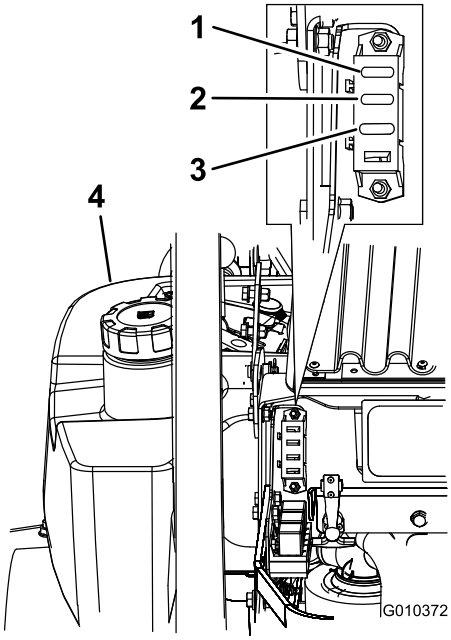

Figur 48
1. Lossa motorkåpan och fäll upp den för att få åtkomst till säkringshållaren (Figur 48).
3. Sätt i en ny säkring (Figur 48).